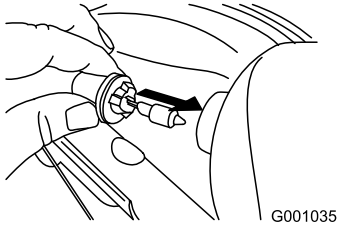

**Figure 64**
4. Insert a new bulb into the back of the headlight (Figure 64).